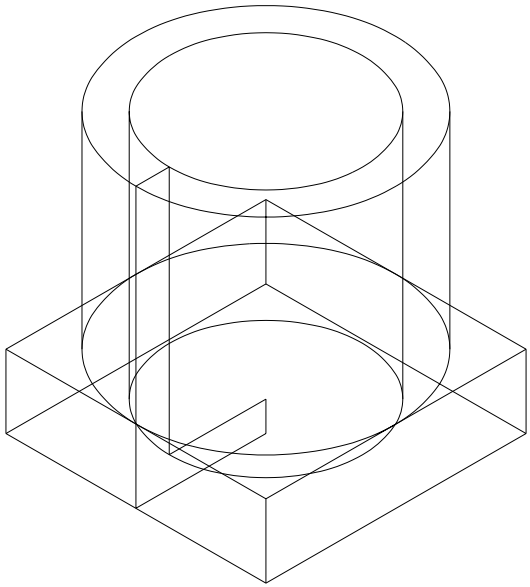
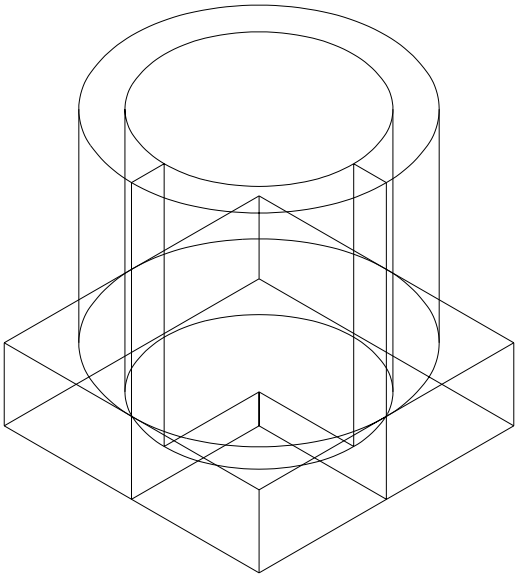

Fig. 8.9
Fig. 8.10
7. Trasarea profilelor determinate în piesă de cele două plane de secționare. Se va trasa mai întâi profilul din partea stângă (fig. 8.9), urmând ca profilul din dreapta să fie obținut prin ”oglindirea” profilului din stânga (fig. 8.10).